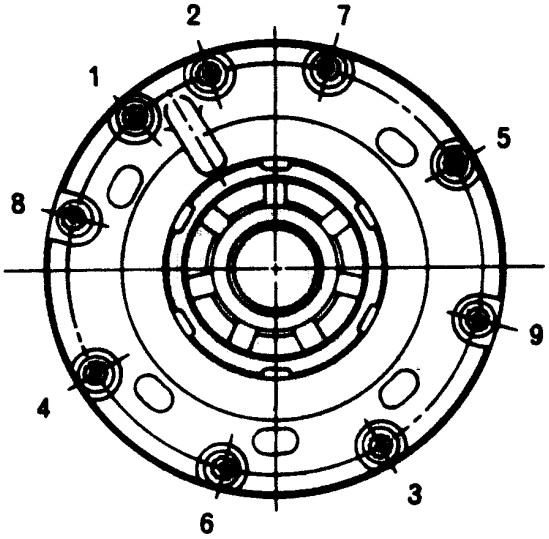

Figure 6. Rear Bearing Retainer Bolt Tightening Sequence
q. Apply MIL–PRF–23699 engine oil and install metal O–ring gasket (56) on rear face of bearing cage (55). Install rear bearing retainer (63). Apply DOD–L–25681 lubricant to bolt threads.
r. Install bolts (64) into rear bearing retainer (63). Torque bolts in sequence as shown in figure 6 to 40 lb in., then to 70 lb in. and finally to 90–100 lb in. Recheck all bolts to 90–100 lb in. and lockwire. (QA)